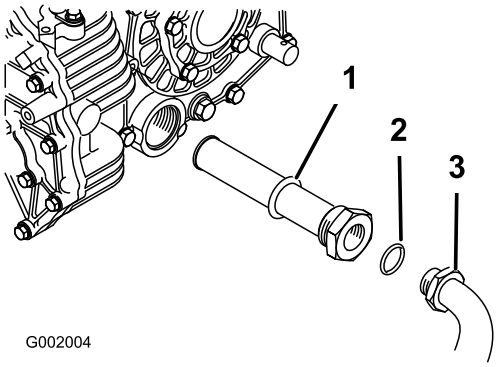

Figur 39
5. Fjern hydraulikslangen og 90°-beslaget (Figur 39).